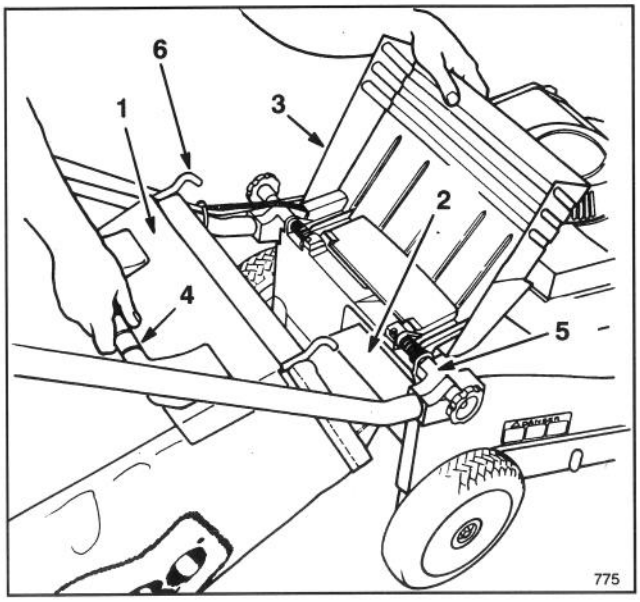
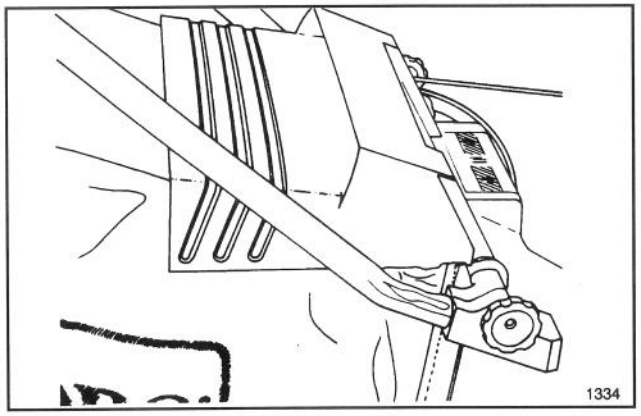

Abbildung 10
Abbildung 11
2. MONTAGE DES SACKS—Die Auswurfklappe anheben, den Ansatz des Sacks in die Auswurföffnung schieben und den Sackrahmen auf den Haltebolzen am Gehäuse schieben (Abb. 10). Die Auswurfklappe soll auf der Oberseite des Sacks aufliegen (Abb. 11).